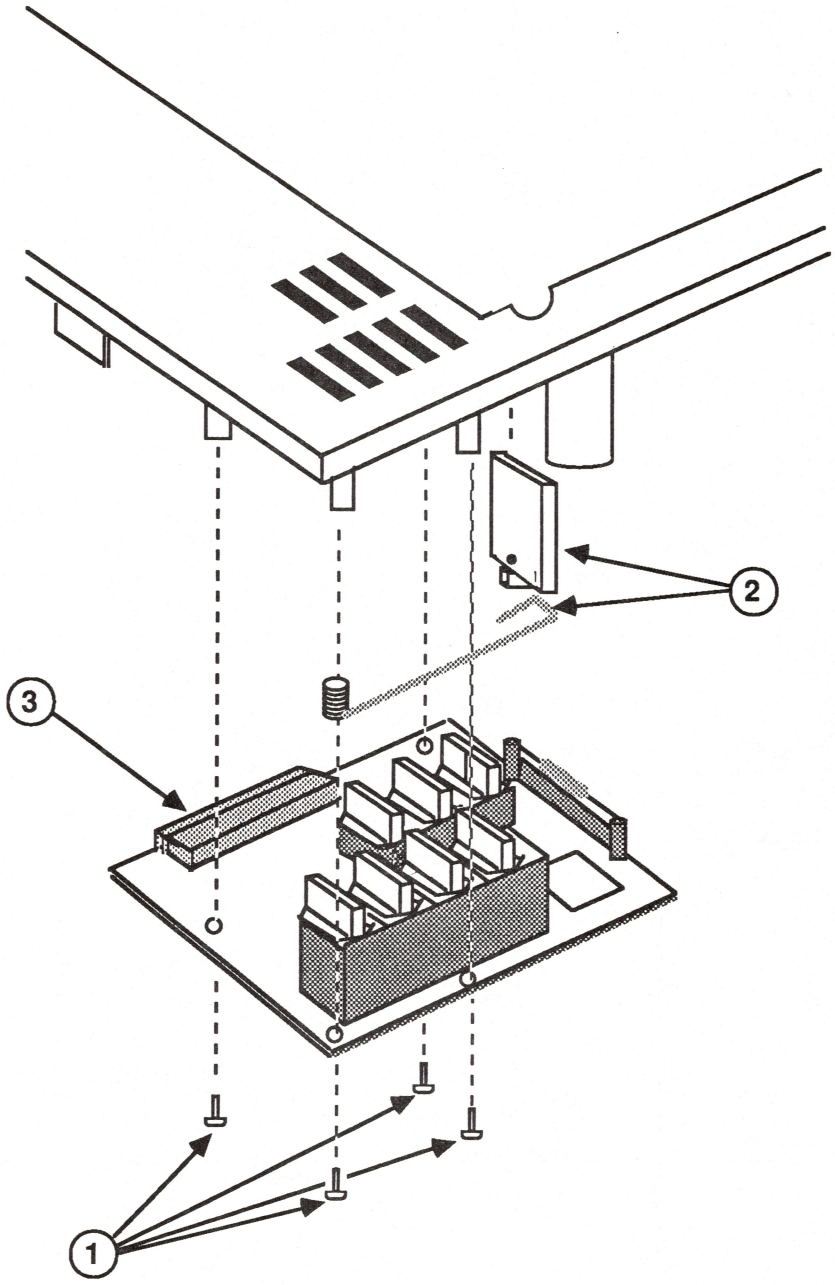

FIGURE 2
3. Remove the four screws holding the operation panel (see Figure 2, #1).
4. Lift the operation panel from the top cover. Remove the power button and spring (see Figure 2, #2).
5. Unplug the cable from the switch assembly panel (see Figure 2, #3).
2. Connect the power button and spring (see Figure 2, #2) by placing the coiled half of the spring over the outer corner screw mount, and the button in the top opening on the cover.
3. Plug in the cable to the operation panel (see Figure 2, #3).
5. Replace the four screws (see Figure 2, #1).